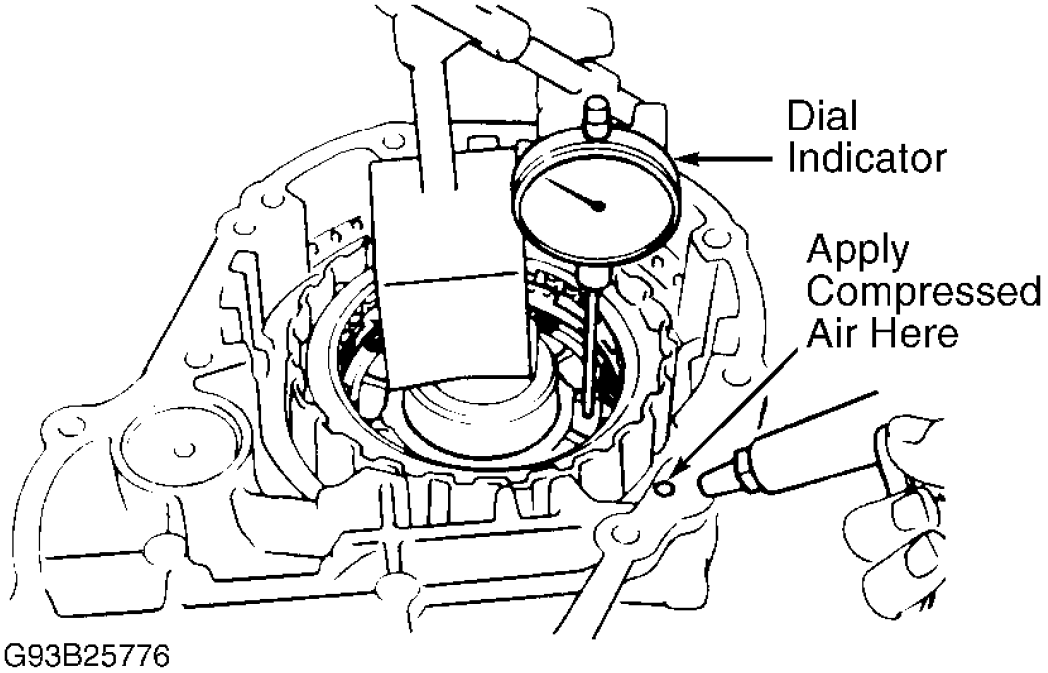

Fig. 52: Checking OD Direct Clutch Piston Stroke
2. Install drum in case. Apply compressed air to pressure apply hole. Remove OD direct clutch drum from case. See **Fig. 52** . If piston does not completely come out, use needle-nose pliers to remove piston. Remove "O" rings from piston.
4. Measure piston stroke by applying and releasing 57-114 psi (4-8 kg/cm^2) of compressed air. Piston stroke should be .069-.098" (1.75-2.49 mm). See **Fig. 52** . Ensure piston moves freely. If piston does not move, disassemble and inspect.